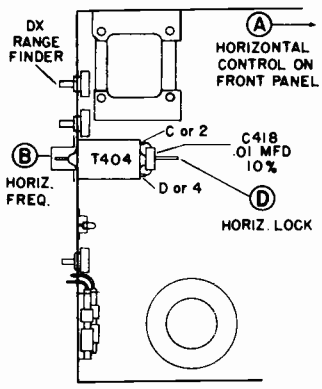
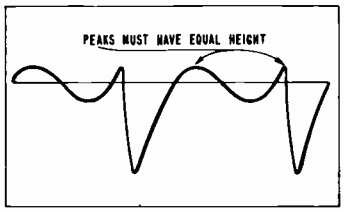

Figure 11. Bottom View of Chassis Showing Horizontal Sync Adjustments.
Figure 12. Horizontal Oscillator Waveform.
2. Connect oscilloscope high side through a **10 mmfd. capacitor** to terminal marked "C" or "2" on the horizontal oscillator transformer T404 (see figure 11). It is important to use short leads and a very low capacity capacitor (at least 10 mmfd.) to avoid loading the circuit and thus distorting the waveform.
4. Adjust the **Horizontal Lock** slug (D) (see figure 11) until the oscilloscope waveform pattern appears as in figure 12. The rounded and pointed peaks of the waveform must have equal height. The picture must be kept in sync to obtain the proper oscilloscope waveform pattern. Keep the picture in sync by adjusting the **Horizontal Frequency** adjustment (B). If the picture still will not sync, check for a defective tube, components, or wiring, before continuing further.